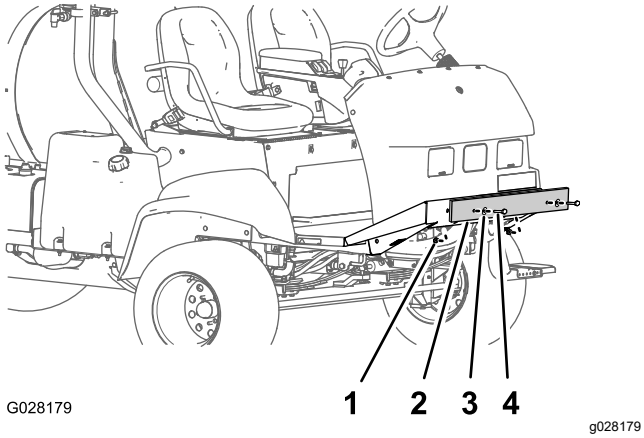

Рисунок 9
1. Снимите болты, шайбы и гайки, которые крепят транспортировочный бампер к передней пластине шасси (Рисунок 9).
2. Снимите транспортировочный бампер с машины (Рисунок 9).